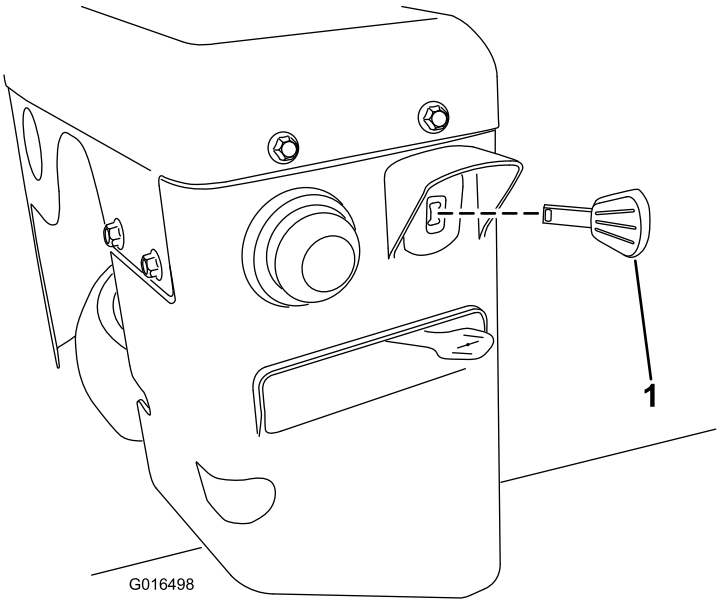

Figur 22
3. Sett tenningsnøkkelen helt inn (Figur 22).